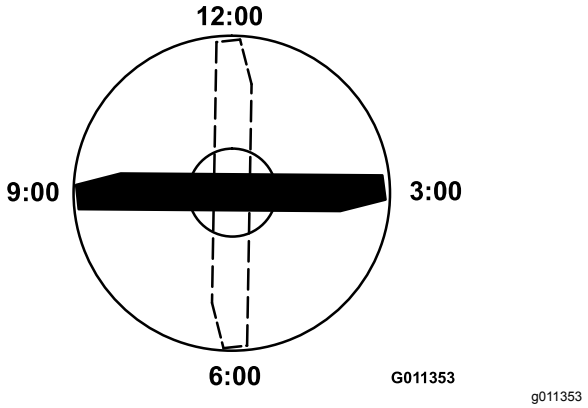

Figur 101
4. Plasser kniveggen på den merkede enden av kniven i stillingen tilsvarende klokken 12 (rett foran i klipperetningen) (Figur 101) og mål høyden fra bordet til kniveggen.
5. Roter den merkede enden av kniven til stillingene tilsvarende klokken 3 og 9 (Figur 101) og mål høydene.